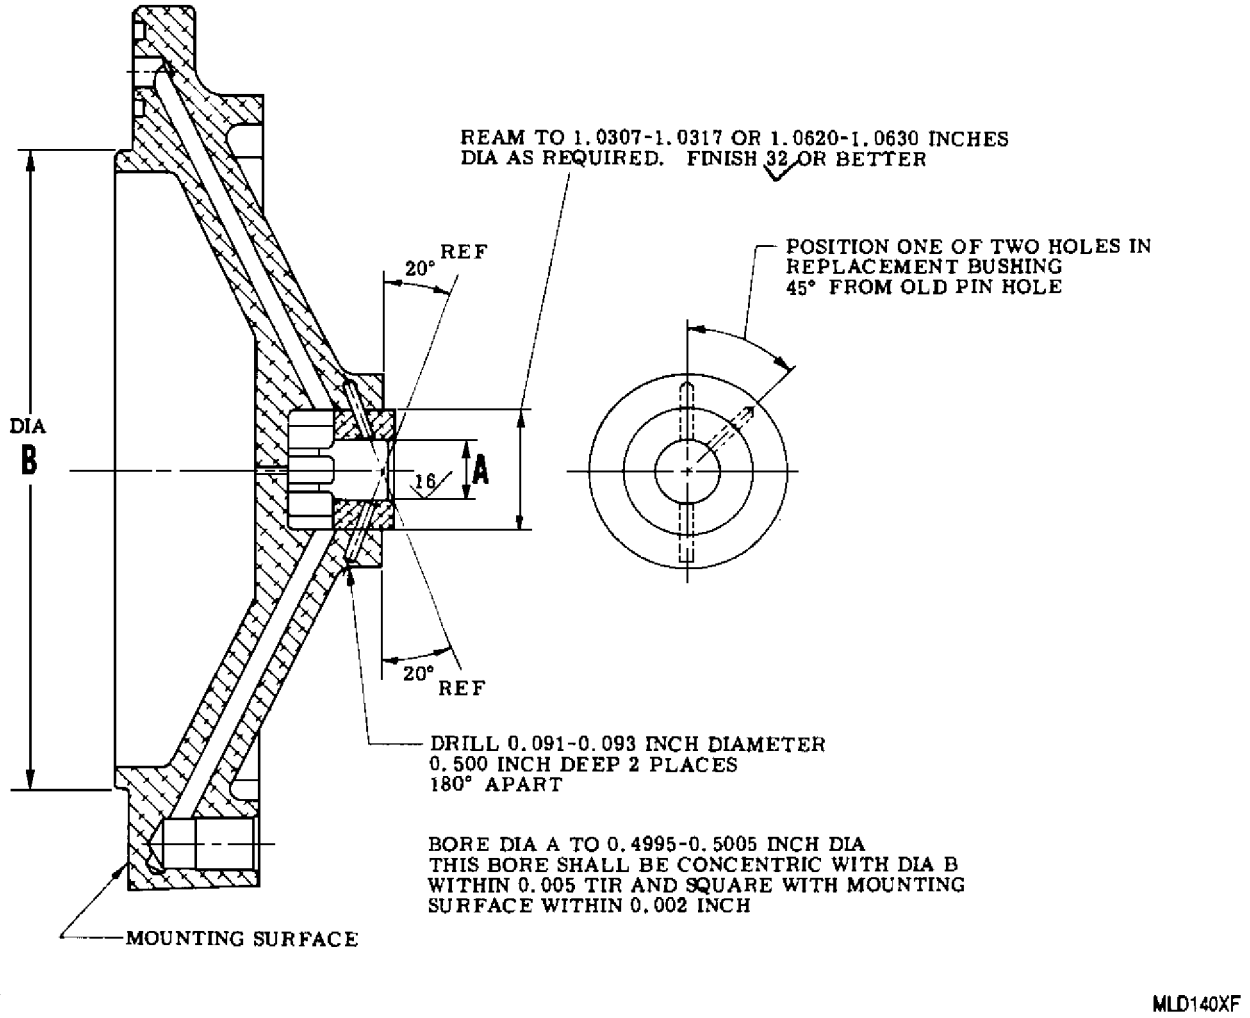

Figure 1. Carrier Oil Delivery Flange Assembly − Bushing Replacement
(1) Install bushing with pinholes located 45 degrees from old pinholes as shown (figure 1).
(2) Line drill into flange to size and depth shown.
(3) Remove metal chips from pinholes and bushing.